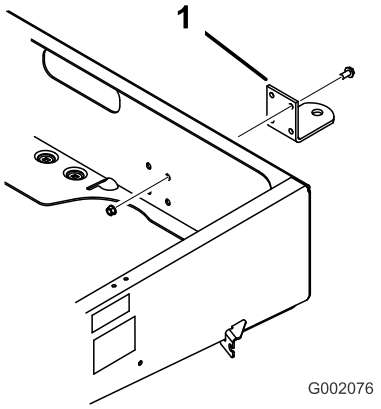

**Figure 7**
2. Align the hitch with the mounting holes on the frame. Secure the hitch with the screws and nuts (Figure 7).